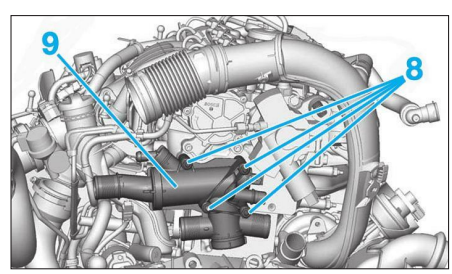

**Fig. 28**
- les écrous (8) **(Fig.28)**,
- le boîtier de sortie d'eau (9).